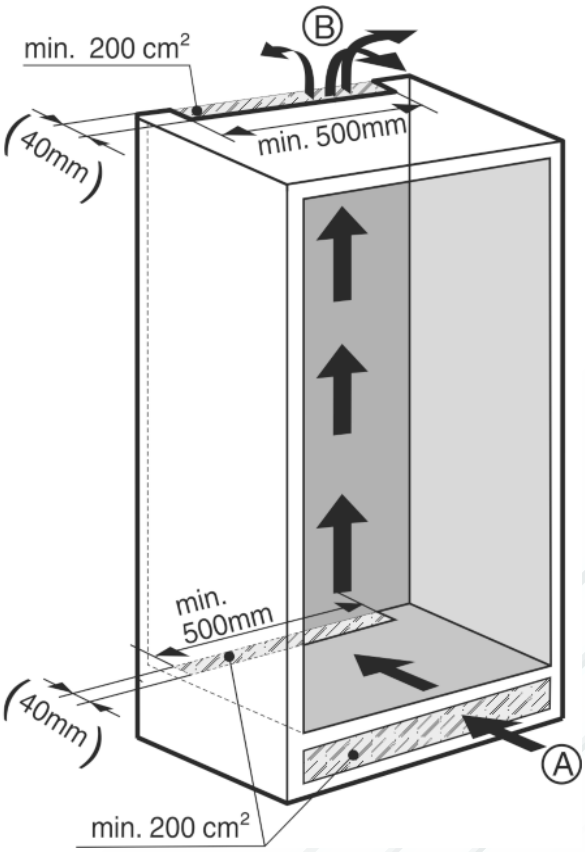

Fig. 3
- Должна иметься эффективная площадь вентиляционного отверстия, составляющая не менее 200 см² для каждого устройства на входе воздуха *Fig. 3 (A)* и выходе воздуха *Fig. 3 (B)*.